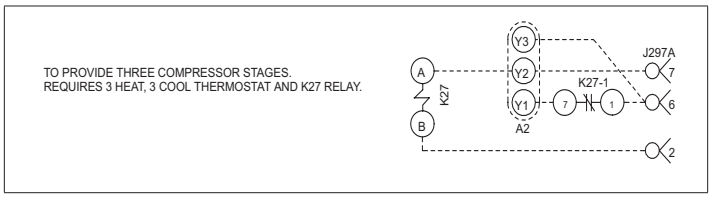

Figure 31. Third-Stage Cool (Parameter 111) Wiring
- **Option 3**. ***Three Cooling Stages***: Cooling operation is shown in “Table 8. Thermostat Mode Operation (Three Cooling Stages Parameter 111)” on page 31; this option requires the use of a three-stage cool thermostat and a K27 relay. See wiring pictorial in “Figure 31. Third-Stage Cool (Parameter 111) Wiring” on page 30 and C section control wiring diagram.